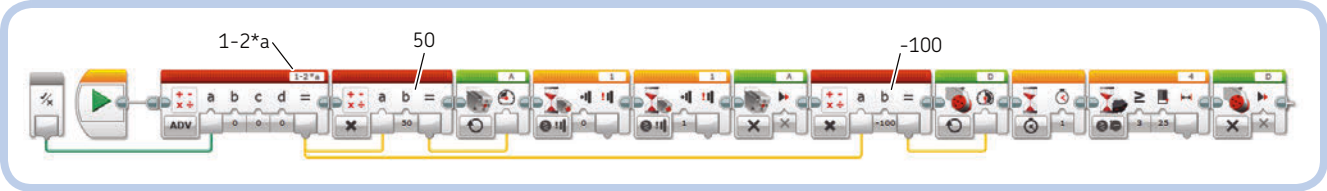

Figure 10-12: The finished Step *My Block*
9. Add three Math blocks, as shown in Figure 10-12. Change the first to Advanced mode and enter **1-2*a** in its Formula field. This block will convert the logic value *True* to –1 (1 – 2 × 1 = –1) and *False* to 1 (1 – 2 × 0 = 1). We need it to switch the direction of the motors according to the value of the *Side* input parameter.
12. Drag Data Wires from the output of the first Math block to input **a** of the other Math blocks and connect their outputs to the Medium Motor and Large Motor blocks, as shown in Figure 10-12.
* The Switch block in Touch Sensor Compare State mode (1) checks whether the Touch Sensor is pressed. If it is not pressed, the program continues with the main Loop block. If the Touch Sensor is pressed, we know that the weight is fully shifted to one side and the walking sequence can't start because we don't know which side the weight is shifted to. If we don't release the Touch Sensor before the main loop starts, the *Step* My Block (Figure 10-12) will turn on motor A, and the program might hang at the first Wait block, waiting for the Touch Sensor to be released. In that case, the motor would try to shift the weight, but since the weight would already be at its limit, the mechanism would be stressed; gears would disengage or even come apart. To avoid this potential problem, we need to move the weight to release the Touch Sensor.
* There is a new Advanced block inside the Switch block, the Unregulated Motor block (2). This block runs the motor at a certain power level, without regulating its speed. I use this block instead of a Medium Motor block so that if the motor sticks, the internal controller won't try to increase the power applied to the motor in vain. (When the motor is turned on but blocked, it overheats and drains the batteries very quickly.)
* Following the Unregulated Motor block, you see a Timer block in Reset mode (3). This block allows you to reset a timer so that you can measure the time elapsed from this reset.